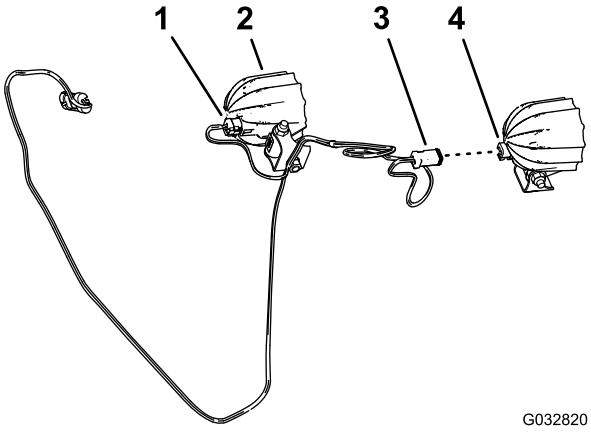

Bild 10
1. Schließen Sie den 2-Stift-Stecker der LED-Lampe am 2-Buchsen-Stecker des Kabelbaums der LED-Lampe an (Bild 10).
2. Wiederholen Sie Schritt 1 für die andere LED-Lampe und den anderen 2-Buchsen-Stecker des Kabelbaums (Bild 10).